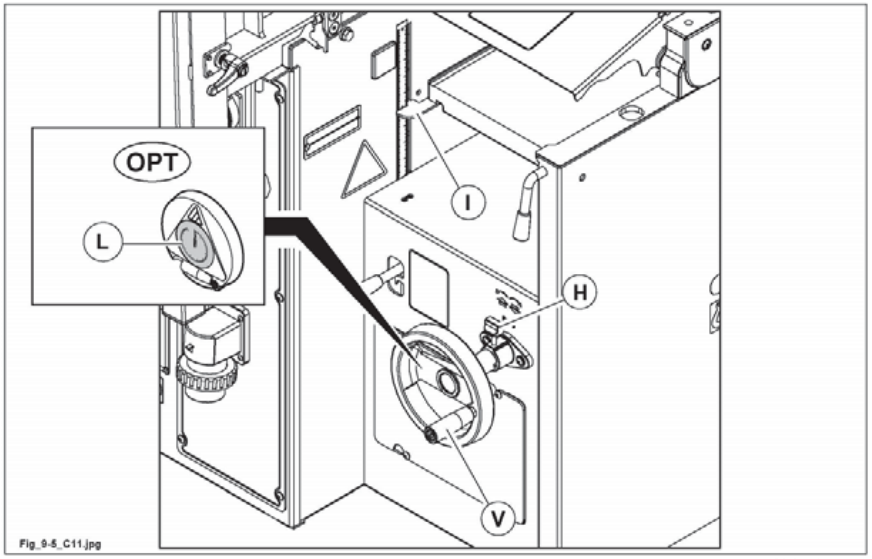

Abb. 9.5
- Den Kugelgriff (H Abb. 9.5) lockern;
- Das Handrad drehen (V Abb. 9.5), als Orientierungshilfe den Index (I Abb. 9.5) oder die numerische Anzeige (L Abb. 9.5) (OPT) heranziehen;
- Den Kugelgriff (H Abb. 9.5) anziehen.
Falls der Anzeiger (L Abb. 9.5) nicht richtig anzeigt, stellen Sie ihn folgendermaßen wieder ein.